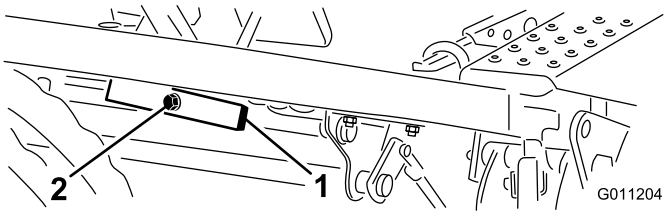

Figur 43
1. Løsn møtrikken på bagsiden af løftedrejetappen (Figur 43).
2. Drej den excentriske skrue (Figur 43) for at hæve eller sænke løftedrejetappens fjeder, så løftedrejetappen og pedalerne nivelleres.